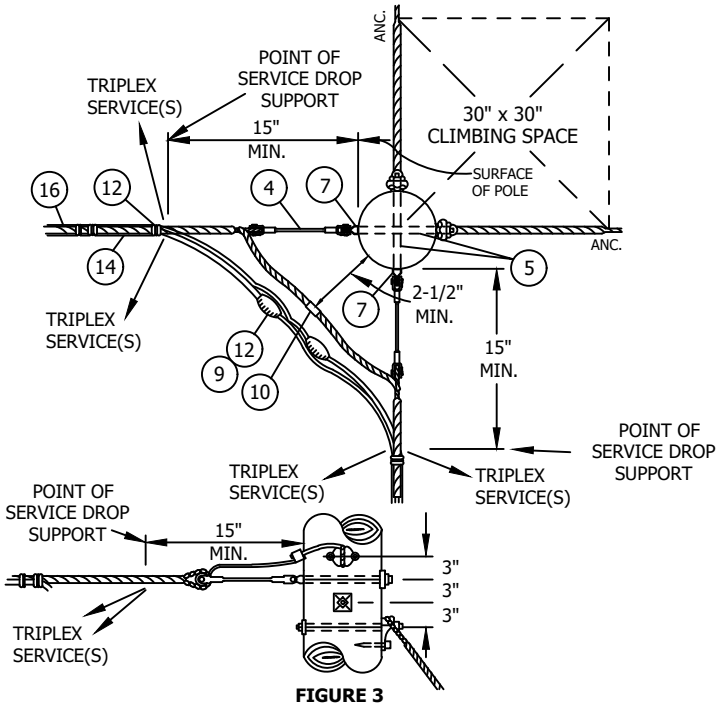

FIGURE 3
I. SEE OH612 FIGURE 3 FOR TANGENT SECONDARY CONSTRUCTION.